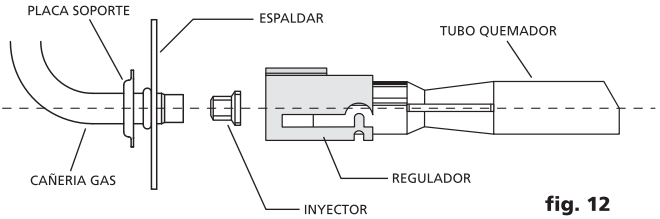

fig. 12
3.- Con una llave de copa o dado de 7 mm. (9/32") retire el inyector y sustitúyalo por el correspondiente para gas natural **(fig. 12).**